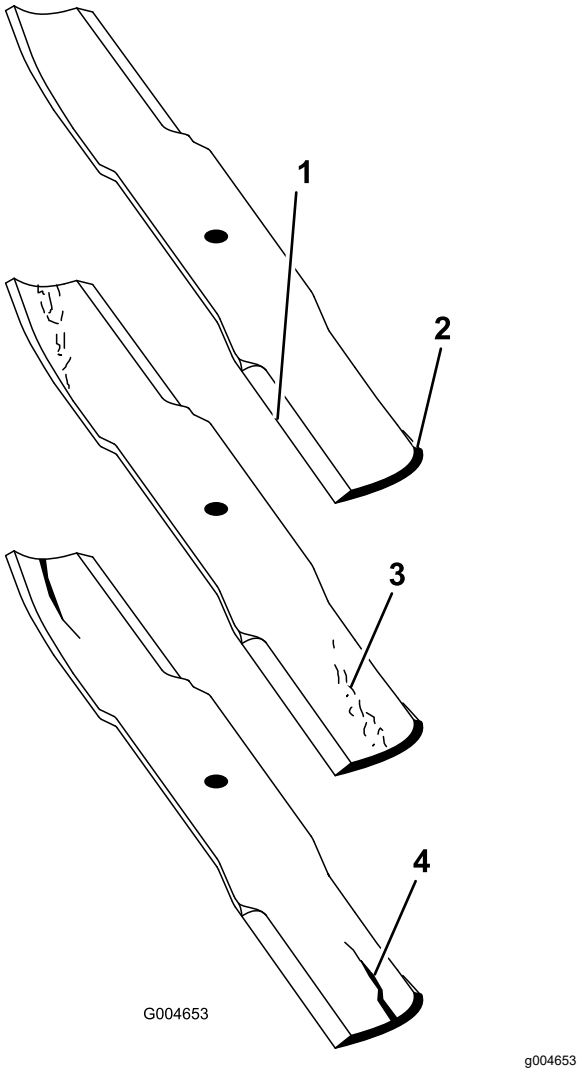

Figur 124
2. Undersøk kniveggene nøye, særlig der de flate og bøyde delene av kniven møtes (Figur 124).
Merk: Siden sand og slipende materiale kan slite på metallet mellom den flate og bøyde delen av kniven, kontrollerer du kniven før du bruker klippeenheten. Skift ut kniven hvis du oppdager slitasje (Figur 124).